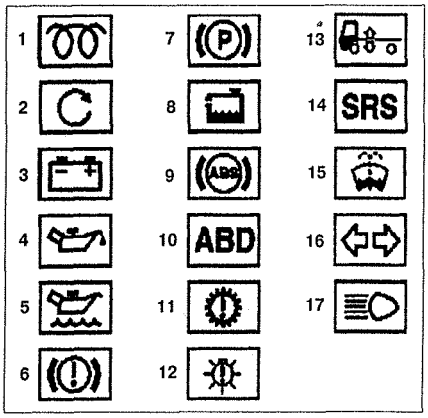

Рис. 1.23. Индикаторные и сигнальные лампочки.
1. Установите ключ зажигания в положение "**2**" и затяните стояночный тормоз. При этом должны включиться следующие индикаторные лампочки (см.рис.1.23):
4. Нажмите на контактную плиту на рулевом колесе (см. рис.1.23).